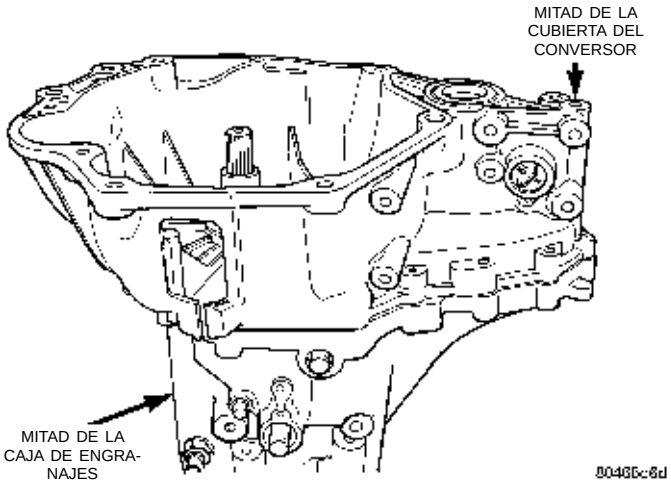
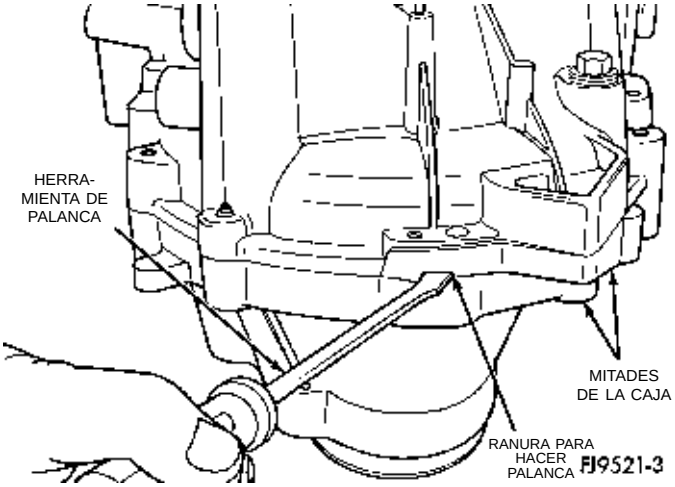

Fig. 31 Mitades de la caja del transeje
Fig. 32 Separación de las mitades de la caja
(3) Emplace dos destornilladores en las ranuras provistas en las mitades de la caja cerca de las espigas (Fig. 31). Separe las mitades de la caja (Fig. 32).